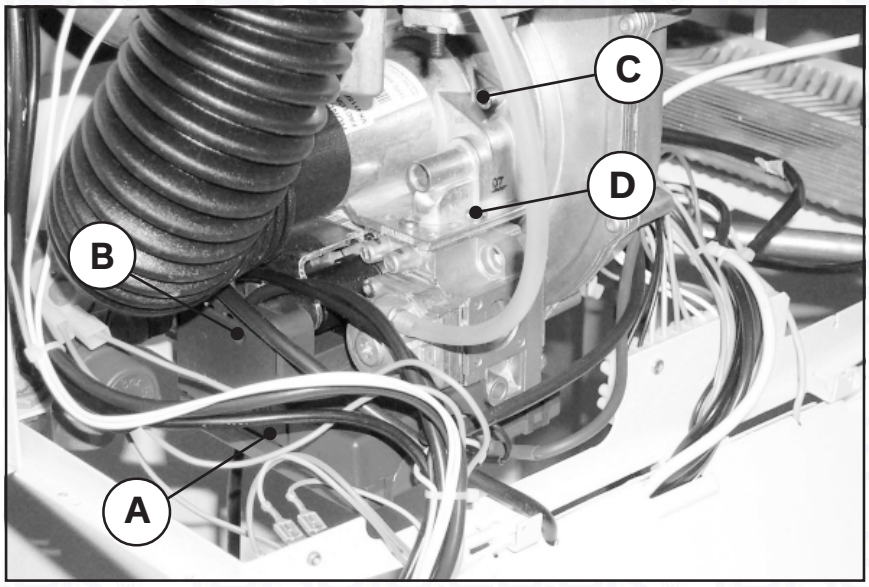

Fig. 24
- Unscrew the fastening screws “C” (fig. 24) and remove the Venturi unit + gas valve